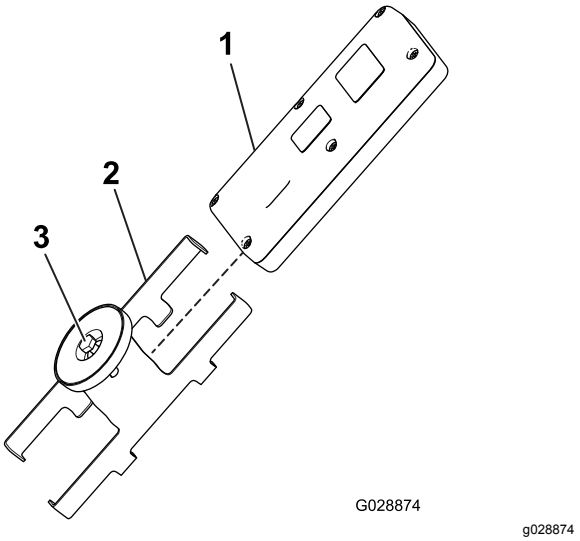

Figur 19
5. Monter den håndholdte styreenhed i styreenhedens magnetiske beslag, skub de to beslagdele sammen, og tilspænd bolten i magneten (Figur 19).